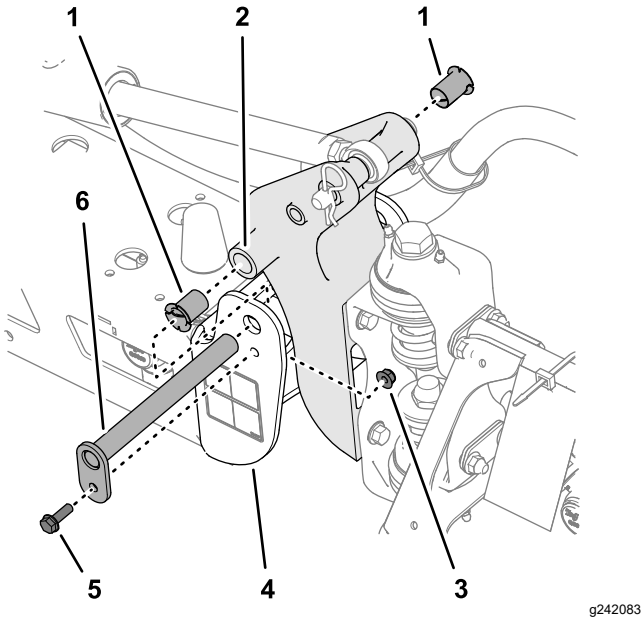

**Figur 115**
3. Lossa skruven och muttern som fäster svängtappen och ta bort tappen (Figur 115).
5. Ta bort nylonbussningarna från fram- och baksidan på tappfästet och undersök dem (Figur 115).
6. Smörj nylonbussningarna med lite olja och montera dem i tappfästet (Figur 115).
7. Rikta in hålen i tappfästet efter hålen i slutkanalen (Figur 115).